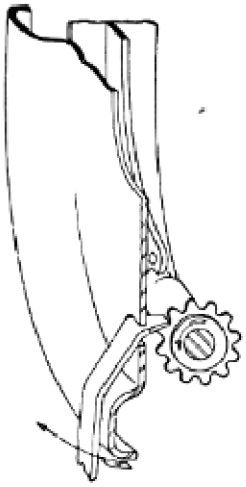

Figure 8
(4) Spread the brake shoes by means of the notched adjusting screw (Figure 8) until the shoes are expanded against the brake drum so drum can just be turned by hand.